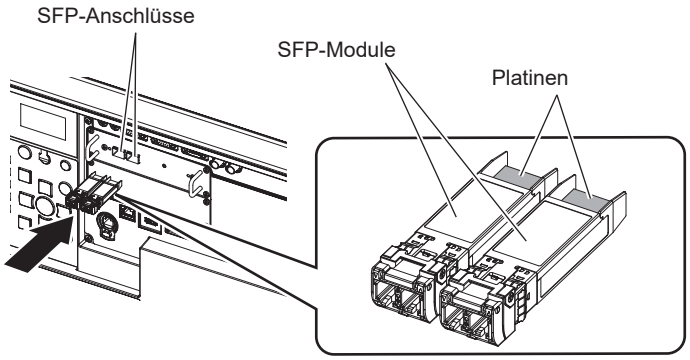

Abb. 1
2) Setzen Sie das SFP-Modul in den SFP-Anschluss ein. (Abb. 1)